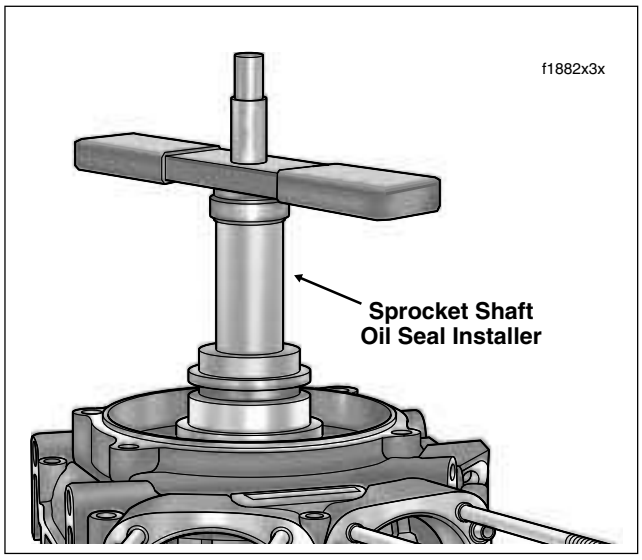

Figure 3-48. Install Oil Seal In Bore
g. Rotate handle in a clockwise direction until oil seal installer makes firm contact with crankcase stator mount. See Figure 3-48.